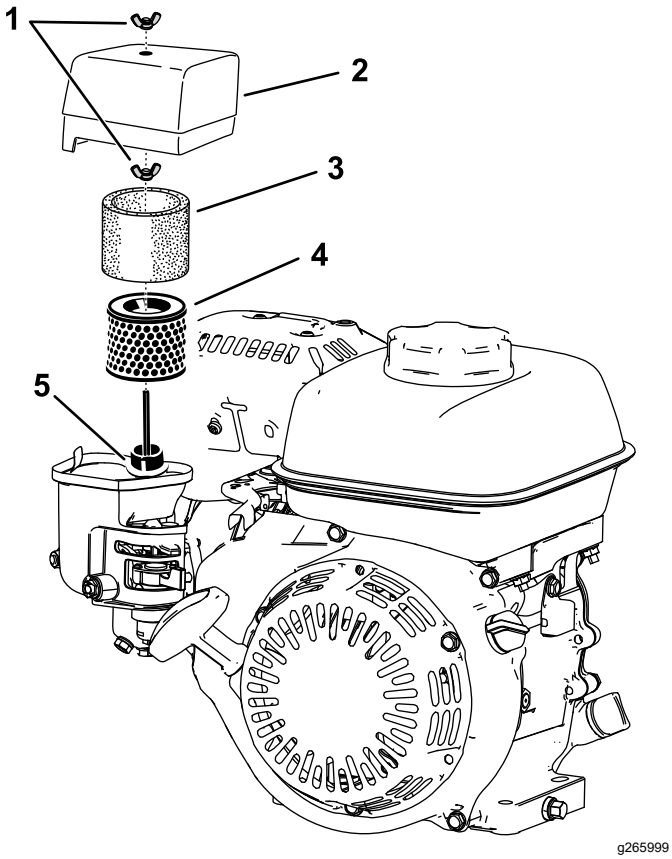

Rysunek 27
2. Odkręć nakrętkę motylkową mocującą pokrywę filtra powietrza (Rysunek 27).